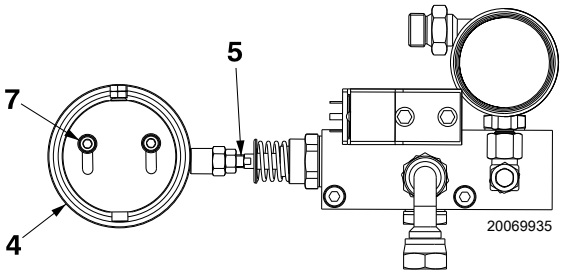

图 29
此时，必须通过旋转螺母，调整调节杆 (5) 图 29 的长度。
推荐进行足量设定，以避免产生过多烟气，并且可以尽快达到最大出力 (伺服马达的最大运行角度为 130°): 在偏心螺丝 4)(图 29) 上设定回油压力，以获得喷嘴所需出力，然后继续设定中等出力。